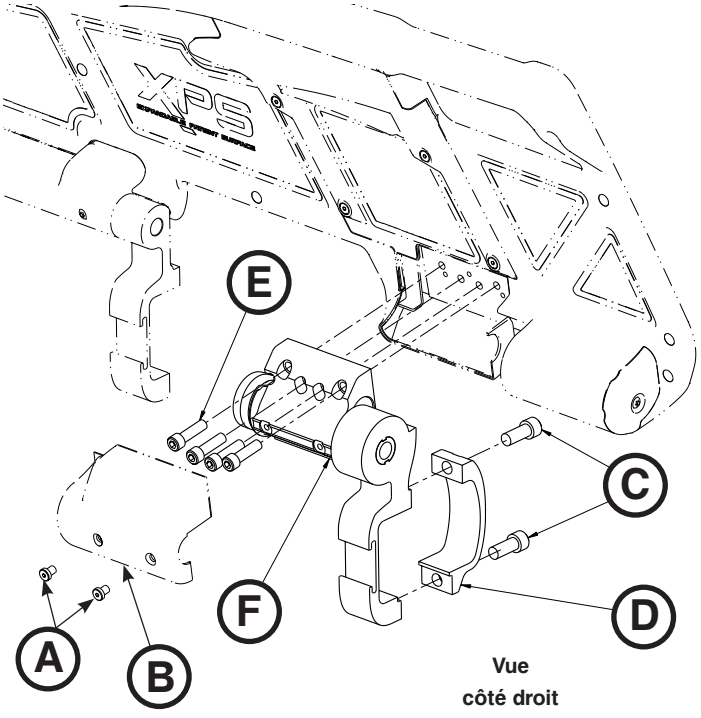

Figure 83
3. À l’aide d’une clé hexagonale de 3/32 po, retirez les deux vis (A) qui fixent le couvercle du cliquet (B) au cliquet. Retirez le couvercle (Figure 83).
4. À l’aide d’une clé hexagonale 1/4 po, retirer les vis d’assemblage à tête creuse (C) qui fixent le collier de la ridelle (D) au cliquet du côté pieds de l’ensemble (Figure 83). Pendant l’installation, serrer les nouvelles vis à 29,83 ± 4,4 N·m (22 ± 3,3 pieds-livres).
5. À l’aide d’une clé hexagonale 3/16 po, retirer les quatre vis (E) qui fixent le cliquet (F) à la partie surmoulée et les mettre au rebut avant de retirer le cliquet (Figure 83). Pendant l’installation, serrer les quatre nouvelles vis à 12,88 ± 2 N·m (9,5 ± 1,5 pieds-livres).